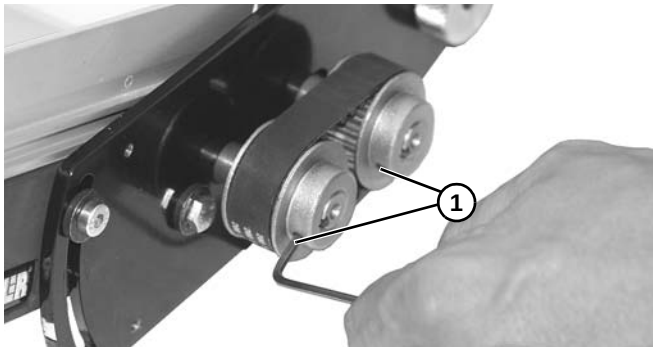

Abbildung 21
11. Sicherstellen, dass beide Riemenscheiben bündig mit der Welle sind und die Stellschrauben **(Abbildung 21, Teil 1)** auf Riemenscheiben festziehen.